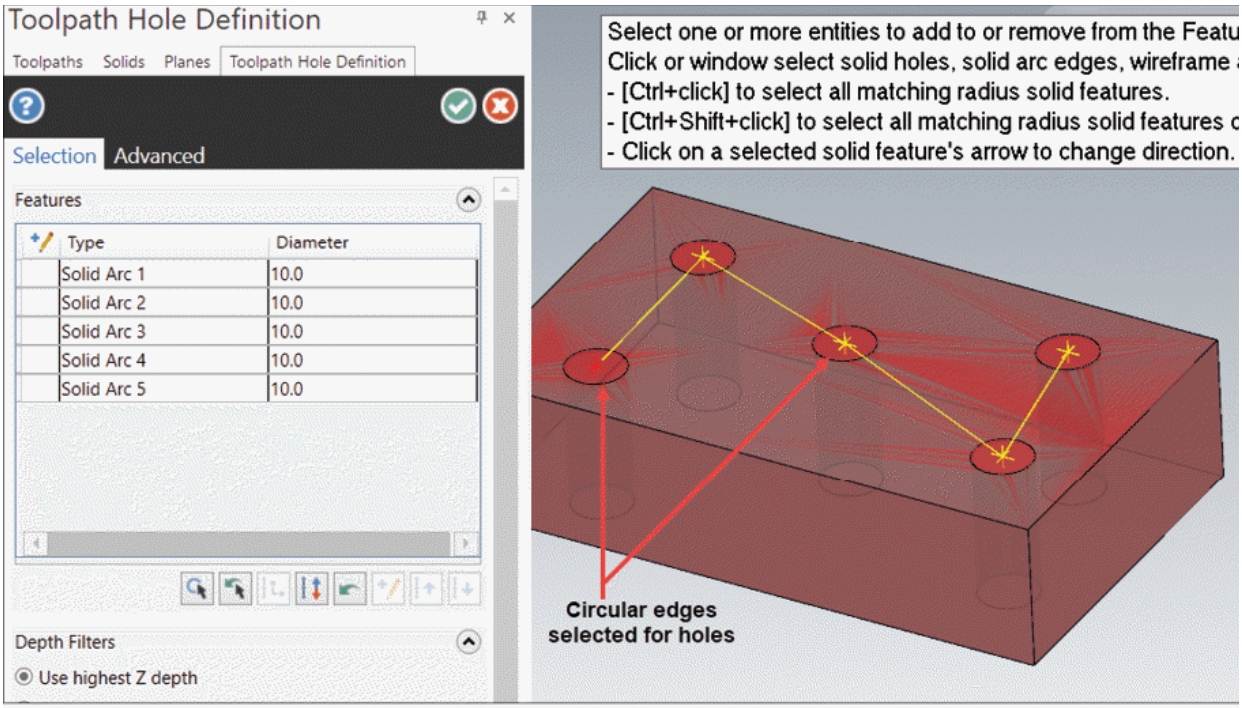

Figure-21. Selecting edges and points for hole toolpaths
- Select desired points from the model where you want to drill the holes or you can select the edges of holes in your model; refer to Figure-21.